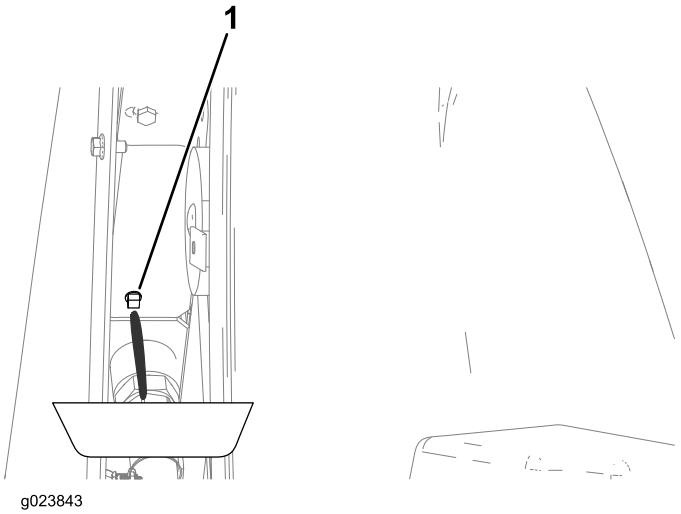

Figure 141
4. Placez un bac de vidange sous le bouchon de vidange (Figure 141).
7. Fermez le bouchon de vidange (Figure 141).
C. Fermez le bouchon de vidange (Figure 141).
H. Fermez le bouchon de vidange (Figure 141).